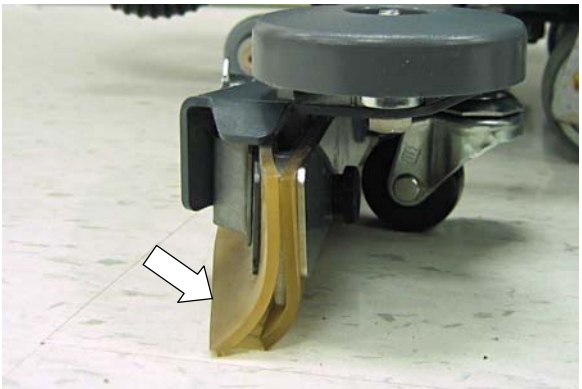

FIG. 5
5. Vérifiez la bonne flexion des lames du racloir. Les lames doivent avoir une flexion comme illustré (Figure 5).